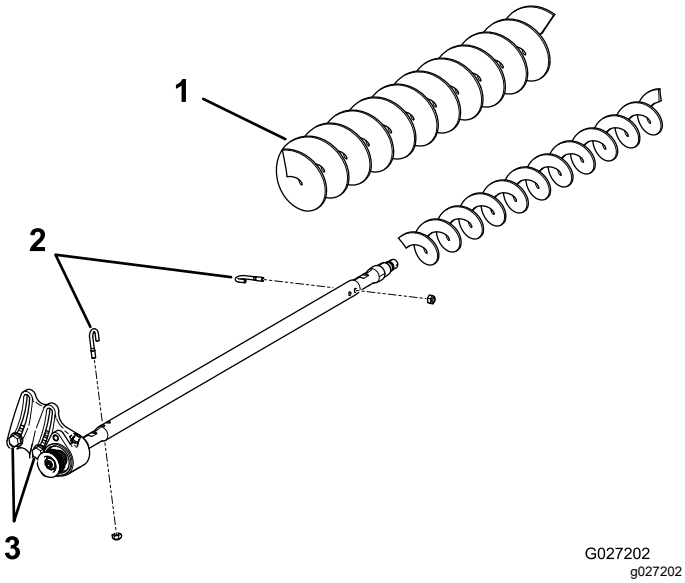

図 23
3. J ボルト2本とナットを外す (図 23)。
4. ブラシシャフトについている既存のブラシを抜き取る図 23。
5. 駆動側ベアリングハウジングをベアリングハウジング取り付けブラケットに固定しているボルト各 2 本とワッシャおよびナットをゆるめる図 23。
6. グルーマシャフトに高刈りブラシブラシを通す図 23。
7. 先ほど外した J ボルトとナット各 2 を使って、ブラシをシャフトに固定する図 23。